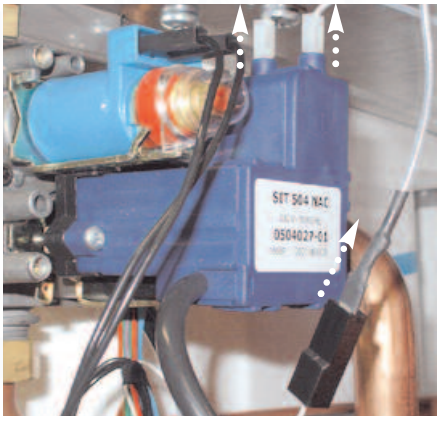

Fig. 18.20
2. Disconnect the electrode wires *(see Fig. 18.20);*
2. Disconnect the electrode wires *(see Fig. 18.20, Fig 18.21 & 18.22);*